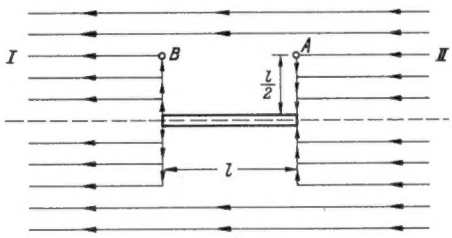

Bild 1. Idealisierter Kraftlinienverlauf in der Nähe eines Ferritstabes
4. Der Eisenstab soll nach **Bild 1** in Richtung der Kraftlinien liegen.
Stellt man dann zur Regel auf, daß nur jene Kraftlinien in den Eisenstab eintreten können, deren Weg dadurch gegenüber dem ursprünglichen Verlauf verkürzt oder höchsten gleich lang erscheint, so erhalten wir eine Feldverteilung nach Bild 1.